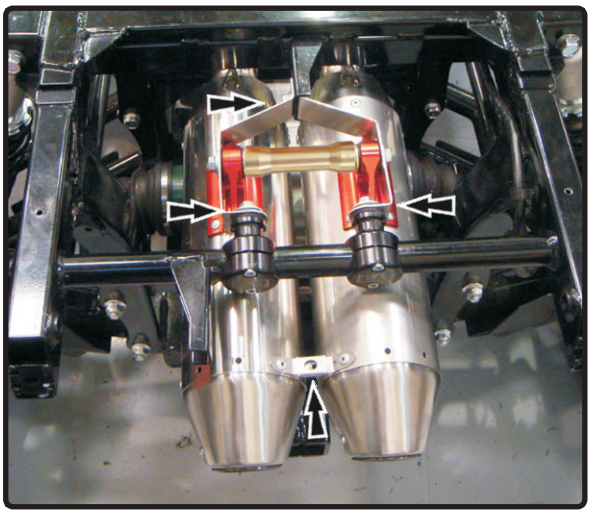

Fig 3
c) Install Yoshimura muffler clamp brackets onto the frame rail using supplied hardware (Fig. 3). Do not torque at this time.